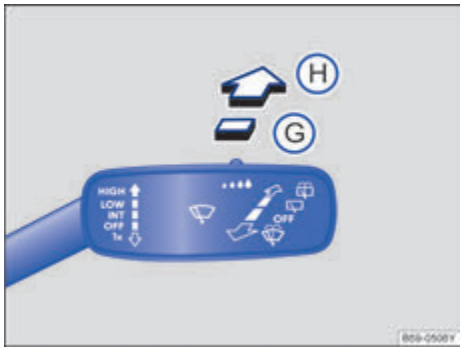

图 81 挡风玻璃雨刮器拨杆：后窗雨刮器操作
– 将挡风玻璃雨刮器拨杆向前按到位置Ⓖ →图 81，大约每隔六秒，雨刮器刮一次车窗→ⓘ。